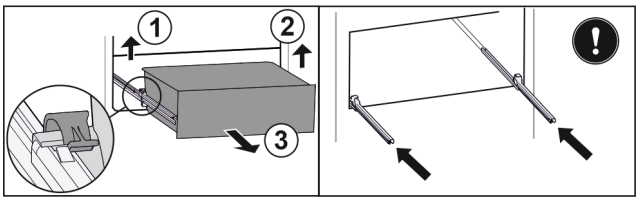

Fig. 206
▶ Soulever la bride gauche et tirer dans le même temps la partie gauche du tiroir vers l'avant. *Fig. 206 (1)*
▶ Soulever la bride droite et tirer dans le même temps la partie droite du tiroir vers l'avant. *Fig. 206 (2)*
▶ Retirer le tiroir par l'avant. *Fig. 206 (3)*